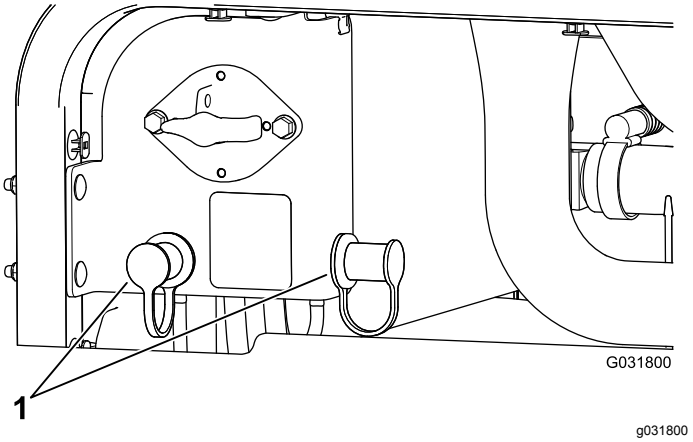

Figur 97
3. Fjern dekslene fra startpolene (Figur 97).